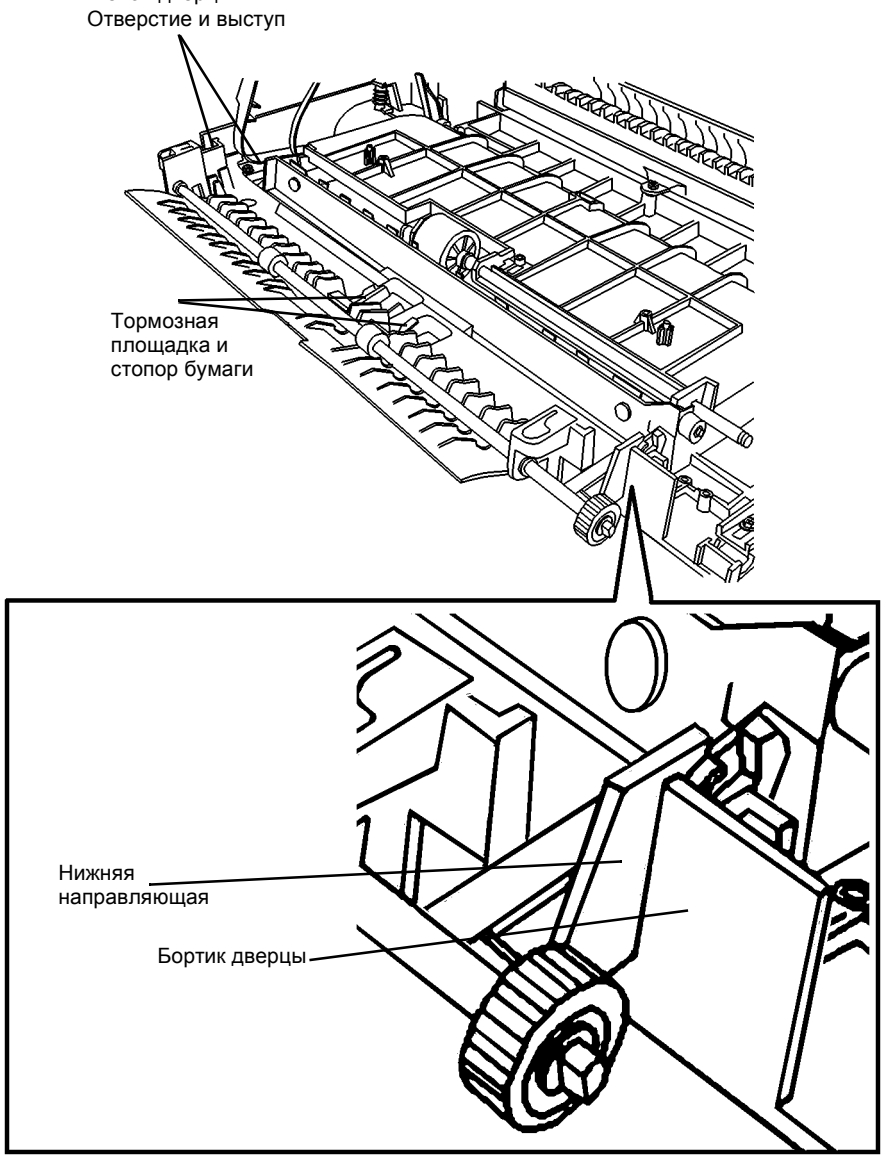

Рисунок 5 Установка нижней направляющей
2. Установите нижнюю направляющую (Рисунок 5).